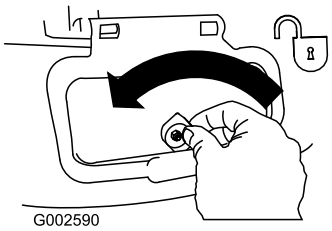

**Figur 31**
1. Lossa sidoutkastarluckan (Figur 31).